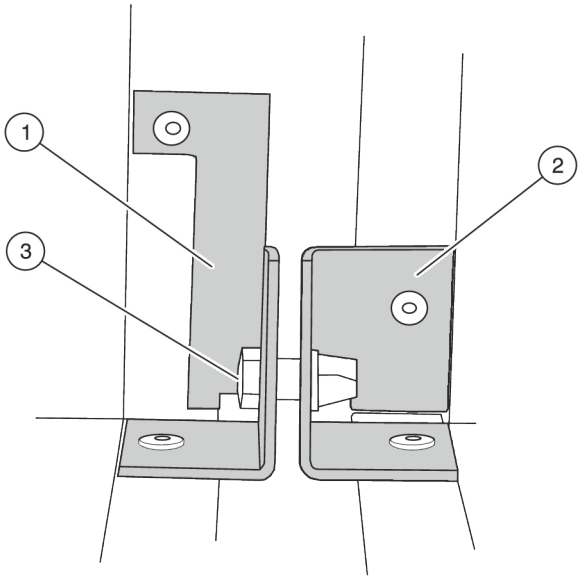

Fig. 21: Gusset plates
4. Earth the accessory module on the operating side on the hexagon head screw (Fig. 21/3) on the lower gusset plate.
5. Screw all gusset plates (Fig. 21/1+2) in place using hexagon head screws (Fig. 21/3).